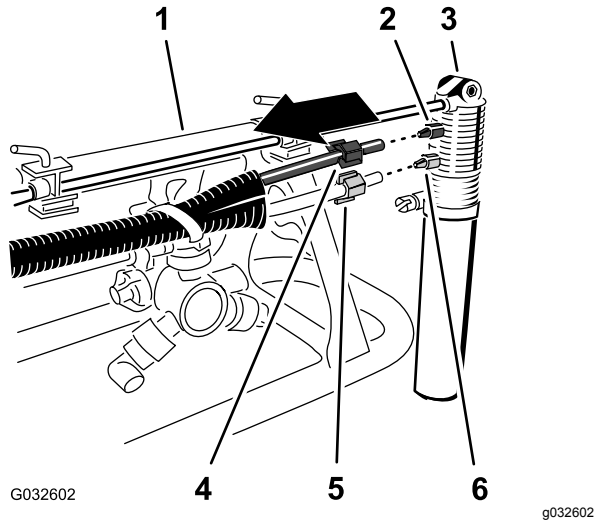

Figur 11
2. Lossa kompressionsmuttern som fäster det blå röret (vatten) vid skummarkörsmunstyckets blå kompressionskoppling (Figur 11).
3. Lossa kompressionsmuttern som fäster det genomskinliga röret (luft) vid skummarkörsmunstyckets vita kompressionskoppling (Figur 11).
5. Ta bort kompressionsmuttrarna vid rörändarna (Figur 11).